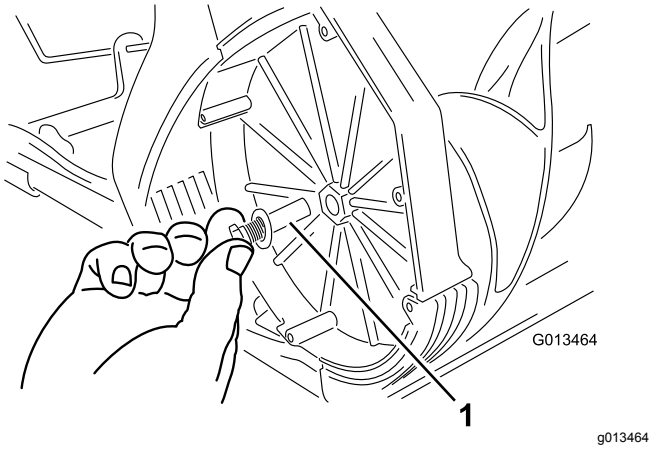

Рисунок 16
2. Выньте штифт ротора (Рисунок 16).